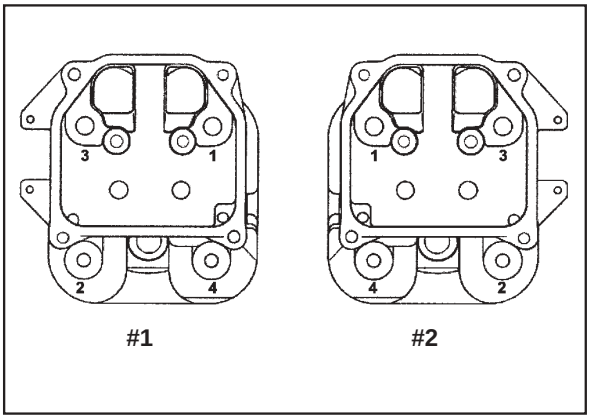

Figure 11-38. Cylinder Head Fastener Torque Sequence.
4. Torque the hex flange screws in two stages; first to **22.6 N·m (200 in. lb.)**, then finally to **41.8 N·m (370 in. lb.)**, following the sequence in Figure 11-38.
6. Lightly lubricate the exposed (upper) threads of the studs with engine oil. Install a flat washer and hex nut onto each of the mounting studs. Torque the hex nuts in two stages; first to **16.9 N·m (150 in. lb.)**, then finally to **33.9 N·m (300 in. lb.)**, following the sequence in Figure 11-38.